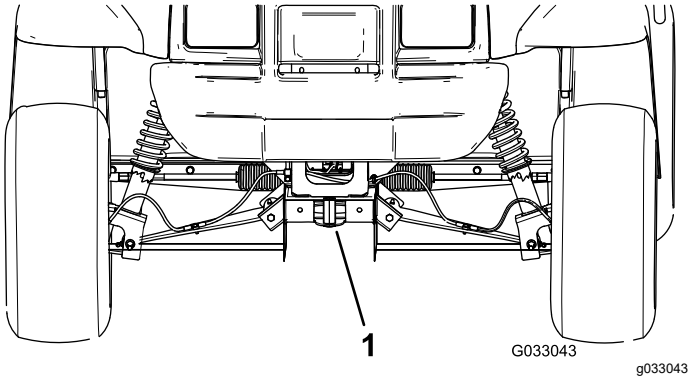

Figur 20
- Løftepunktet foran på maskinen er foran på rammen bak tauetungen (Figur 20).